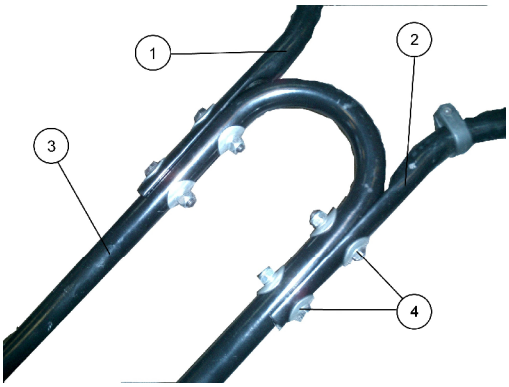

Рис. 3.
- Нижняя часть (см. рис.3, поз.3);